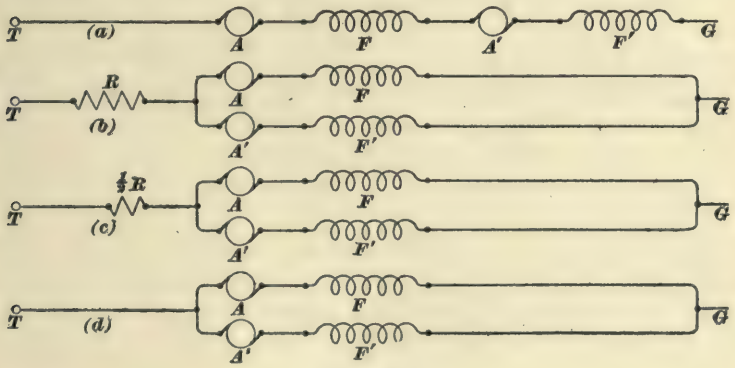
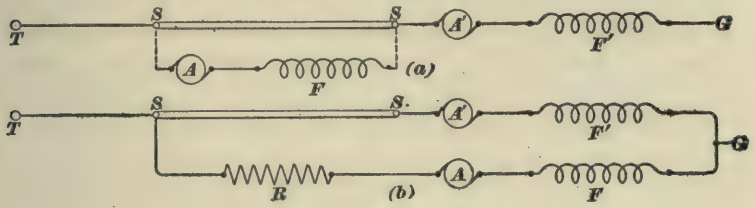

FIG. 14.
FIG. 15.
Fig. 14 will give an idea of the means taken to lessen the violence of the change from series to parallel. *T* and *G* are
**17. Dropping and Picking Up One Motor.**—Fig. 14 (*a*) shows the last series-notch on a controller. Fig. 15 (*a*) and (*b*) shows the changes made in dropping one motor from the circuit and picking it up again with a resistance in ahead of it;
(*a*) shows one motor dropped out of the circuit entirely and its place occupied by a short-circuiting strip *S S*; (*b*) shows the motor in circuit again, but in multiple this time, and with a resistance *R* in ahead of it. As the controller handle advances on around, this resistance is cut out, and Fig. 15 (*b*) becomes the same as Fig. 14 (*d*).